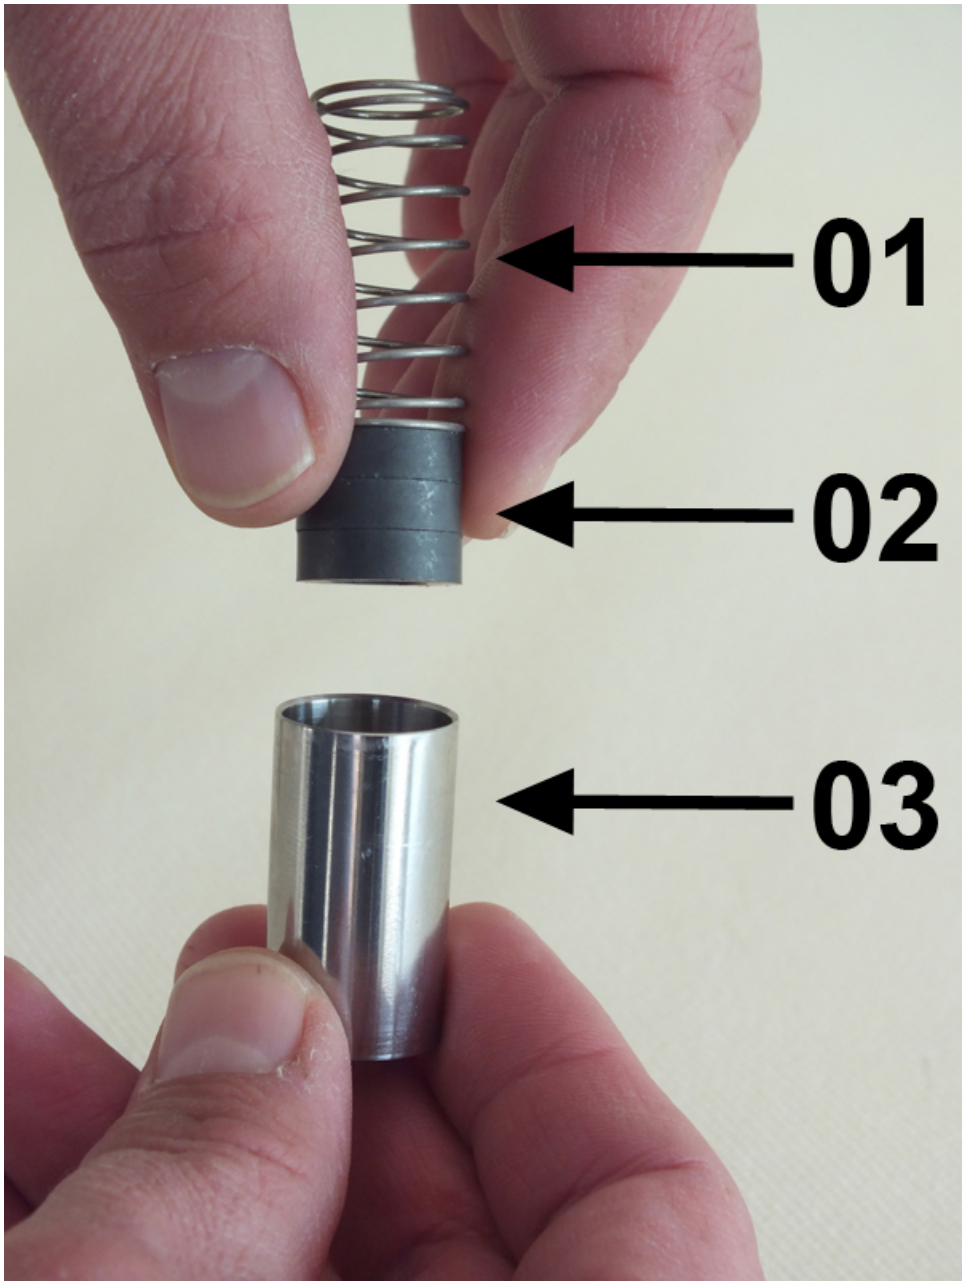

Abb. 43: Innenteile
4. Feder (*Abb. 43*/01) mit Magneten (*Abb. 43*/02) in den Schwebekörper (*Abb. 43*/03) einführen dabei die Magnetpolung beachten (Nordpol in Richtung Geräteausgang)